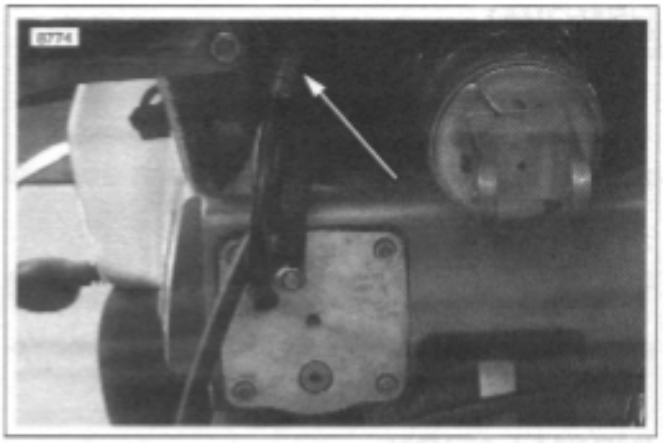

Figure 4-99. Fuel Pump connector [86] (swingarm removed for illustration)
a. See Figure 4-99. Disconnect the 4-place fuel pump connector [86]. Connector is located on the left side, above the fuel pump.